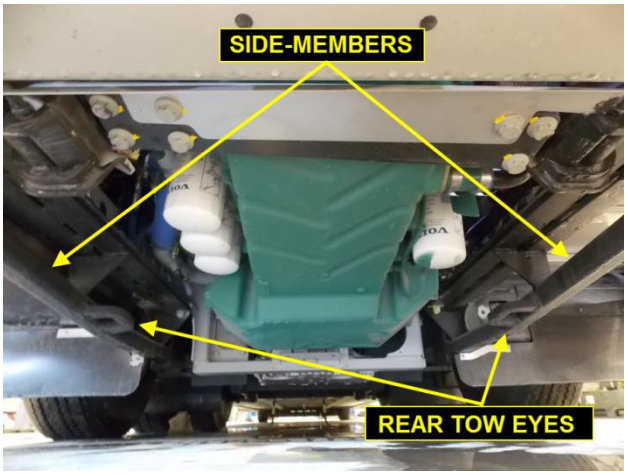

FIGURE 61: REAR TOW EYES ON SIDE MEMBERS LOCATED UNDER ENGINE CRADLE SUPPORT RAILS
5. Deploy the tow truck stinger arm. Place the axle forks under the rear tow eyes if equipped or under the side members (Figure 61).